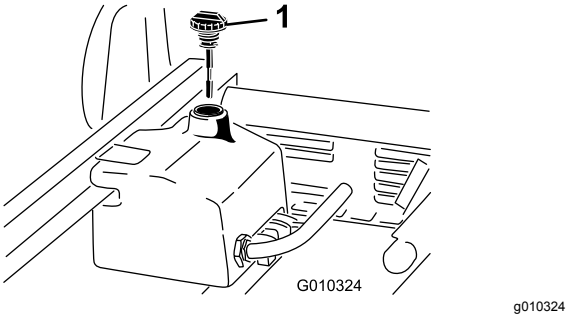

Figur 72
4. Rengør området omkring påfyldningshalsen og hydrauliktankens dæksel (Figur 72).
6. Fjern målepinden (Figur 72) fra påfyldningsstudsen, og tør den af med en ren klud.